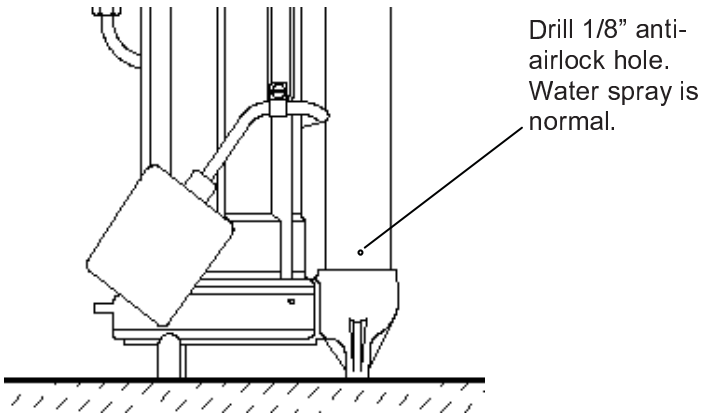

**Fig. 1 – Anti-airlock hole position**
7. If a check valve is used, **a 1/8" anti-airlock hole should be drilled in the discharge pipe just above the pump's discharge outlet to prevent pump "airlock" (see Fig. 1)**